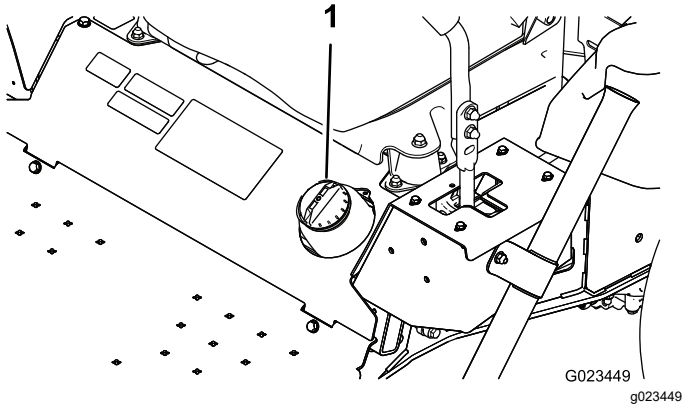

Rysunek 16
2. Oczyść obszar wokół korka wlewu paliwa (Rysunek 16).